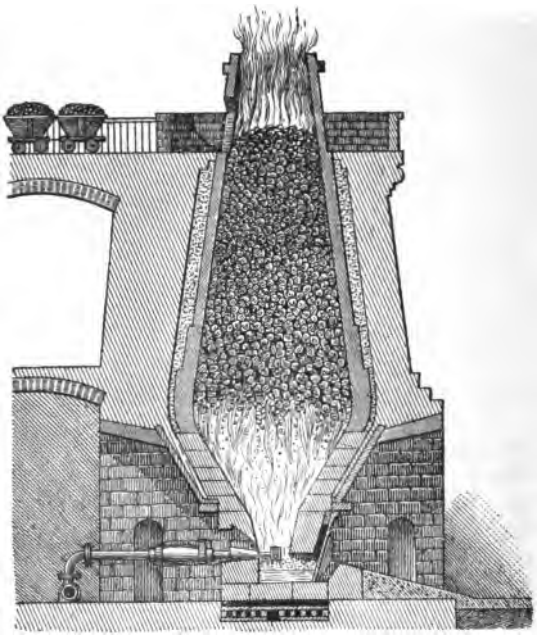

Figur 18.
allmählichen Ausbreitung der Eisengewinnung über die verschiedenen der Kultur zugängig werdenden Länder hatte man aber nicht überall solche zur Verfügung, und so sah man sich zur Verstärkung der Hitze genötigt. Diese erreichte man dadurch, dass man das Schmiedefeuer mit Steinen umbaute, es in einen Schachtofen (siehe Figur 18) verwandelte. Jetzt ging die Hitze des Feuers
Solche Schachtöfen im ungeheuer vergrösserten Massstabe unter Ausnutzung aller möglichen Hilfsmittel stellen nun unsere heutigen Eisenhochöfen (siehe Figur 18) dar.
1) Anmerkung: Unsere Abbildung des Hochofens (Figur 18) ist eine teilweise schematische, die mehr das Verständnis der Roheisengewinnung möglichst erleichtern, als die genaue Wiedergabe eines solchen modernen Ungeheuers sein soll. Braucht ein solches doch z. B. sechs bis sieben Luftzuführungen, während wir nur eine solche auf der Zeichnung sehen. Auch ist der Ofen oben offen und brennend gezeichnet. Damit verhält es sich aber heute ebenfalls anders. Da wo die Luft, die man jetzt vor ihrem Eintritt stark erhitzt, in den Ofen geblasen wird, verbrennt die Kohle natürlich zu Kohlensäure. Die glühende Kohlensäure wirkt aber auf die höher liegenden Kohlenschichten so ein, dass sie sich mit deren Kohlenstoff wieder zu Kohlenoxyd vereinigt.